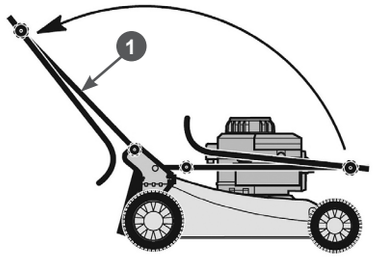

**Рис. 3 Установка нижней части рукоятки**
3. Установите нижнюю часть 1 рукоятки в рабочее положение (Рис. 3).